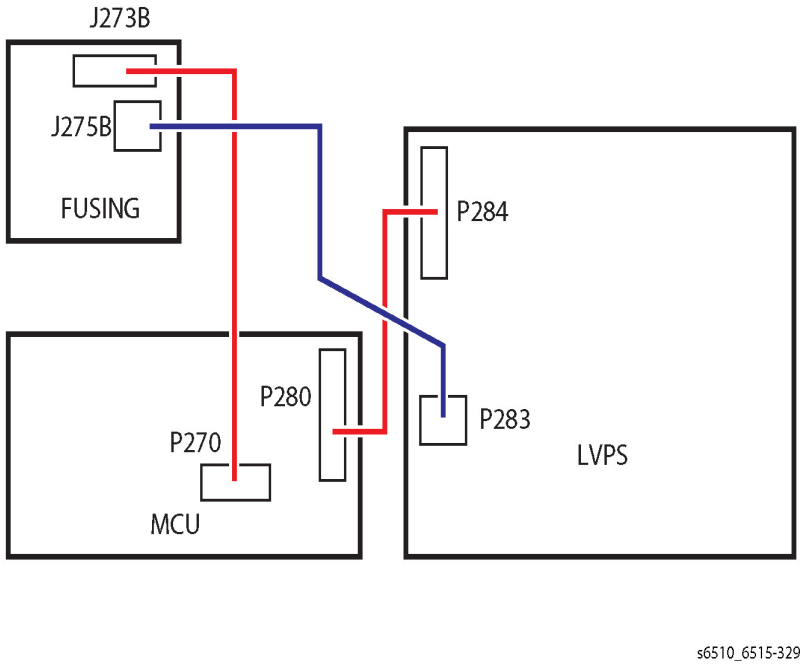

Figure 1
2. Check the connection between the FUSING ASSY and the MCU Board and FUSING ASSY and LVPS Board (P/J283, P/J275, P/J270, and P/J273) are fully seated. (Refer to Figure 1).
4. Check the continuity between the Fuser Harness (AC) 110VAC in each cable of P/J283<=>P/J275.
- Install a new Fuser Harness (AC) 110VAC.